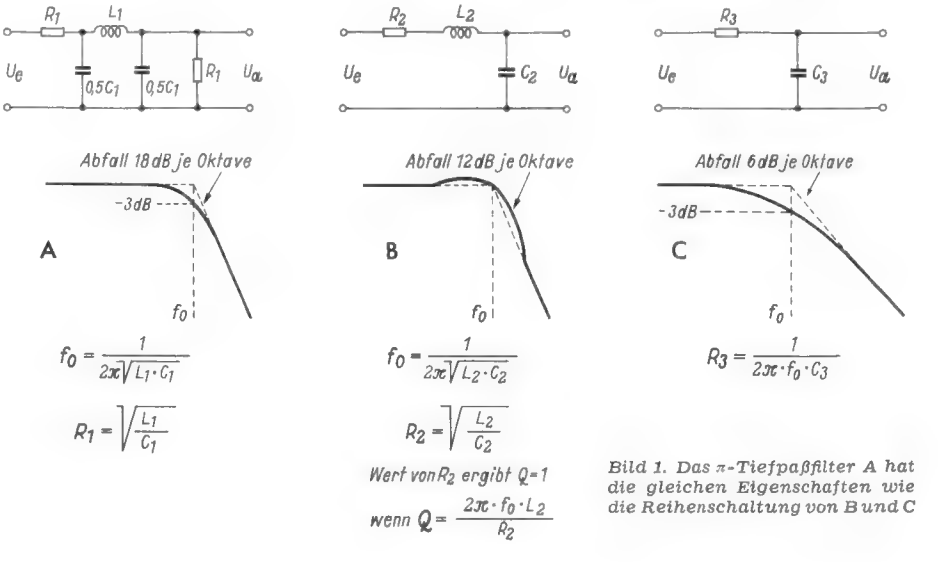

Bild 1. Das π-Tiefpaßfilter A hat die gleichen Eigenschaften wie die Reihenschaltung von B und C
Von den hierbei auftauchenden Problemen sei das der Hoch- und Tiefpaßfilter behandelt, die den Frequenzbereich nach oben und unten begrenzen. **Bild 1** zeigt drei Tiefpaßfilter, von denen die beiden ersten Resonanzerscheinungen ausnutzen, sei es nun durch einen Parallelresonanzkreis (A) oder durch einen Reihenresonanzkreis (B). Dabei stellt Filter A eine Reihenschaltung der Filter B und C dar. So entsteht aus zwei T-Filtern ein π-Filter mit den Eigenschaften der dabeistehenden Kurven und Berechnungsangaben. Als f_0 ist immer die obere Grenzfrequenz angegeben. Es handelt sich bei Filter A um eine Anordnung, die die Eigenschaft hat, daß das Produkt von Eingangs- und Ausgangsimpedanz immer gleich dem Quadrat einer Konstanten k ist.